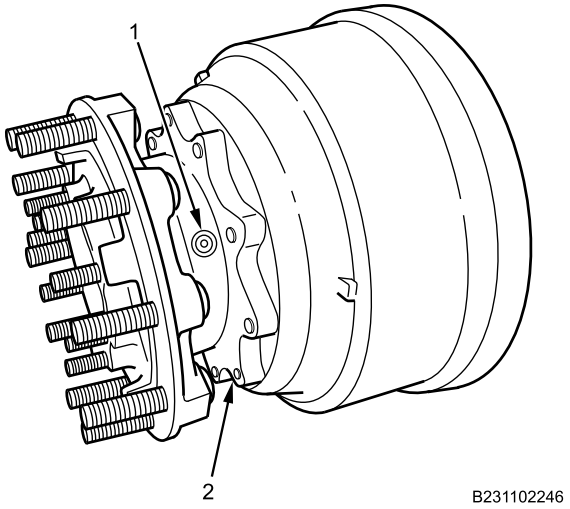

Figure 1. Drain/Fill Plug.
2. Remove drain/fill plug (Figure 1, Item 1) and drain gear oil from rear axle outer hub assembly (Figure 1, Item 2).